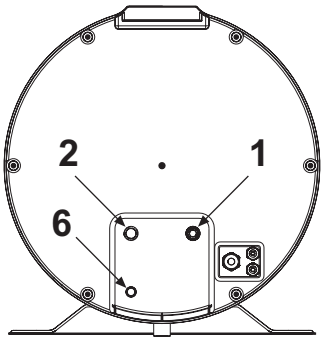

fig. 55
- Conectar la línea de alimentación de agua fría y la línea de salida a los puntos de conexión (fig. 55).